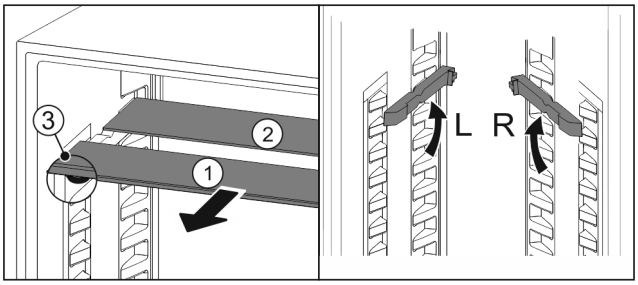

Fig. 102
- ▶ Húzza ki *Fig. 102 (1)* előre az üveglapokat egyesével.
- ▷ Az üveglap *Fig. 102 (1)* a díszléccel előre néz.
- ▷ Az ütközők *Fig. 102 (3)* lefelé mutatnak.